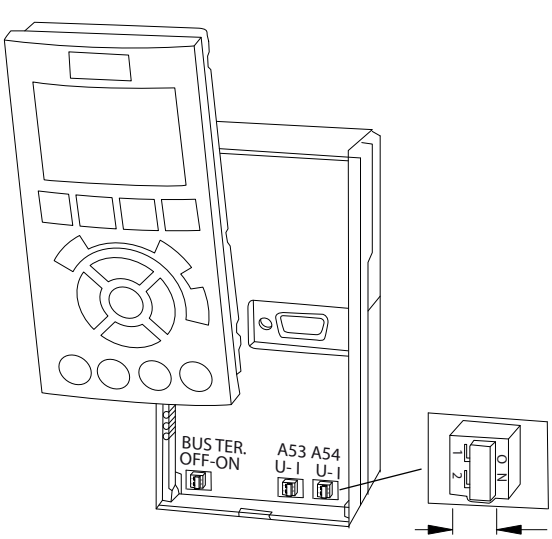

图 5.22 端子 53 和 54 的开关位置
- 控制卡上提供了一个用于总线端接阻抗的开关 (BUS TER.)。请参阅 *图 5.22*。